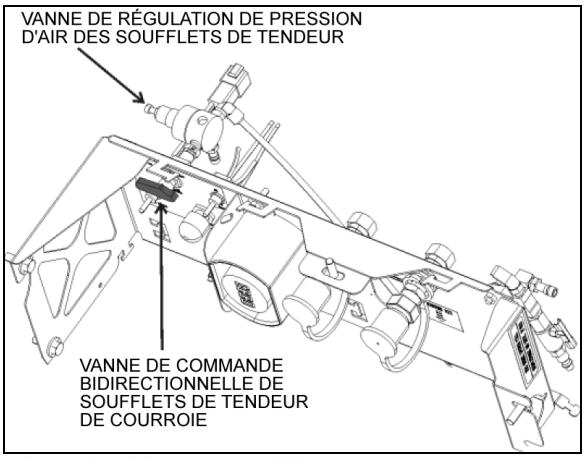

FIGURE 27: SOUPAPE DE COMMANDE DU TENDEUR DE COURROIE – SÉRIE H 12219
2. Pour les véhicules équipés d'un troisième alternateur, la tension de la courroie est aussi appliquée grâce à un soufflet pneumatique (Figure 25). Tourner la soupape de commande à deux voies du tendeur de courroies dans le sens antihoraire pour libérer la pression du soufflet (Figure 27).
Pour les véhicules de la série H équipés d'un 3ème alternateur, (Figure 25) la tension de la courroie est aussi appliquée grâce à un soufflet pneumatique ajusté par un régulateur de pression d'air (Figure 27). La pression adéquate de 45 psi est réglée en usine. Vérifier
La tension de la courroie est appliquée grâce à un soufflet pneumatique qui est ajusté par un régulateur de pression d'air (Figure 27). La pression adéquate de 45 psi est réglée en usine. Vérifier périodiquement la pression du régulateur avec un manomètre et corriger au besoin.